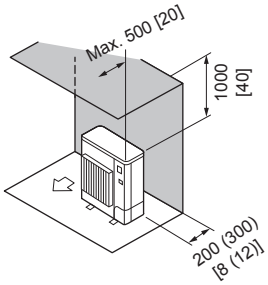

Fig. 2-7
② Obstacles uniquement à l’arrière et au-dessus (Fig. 2-7)